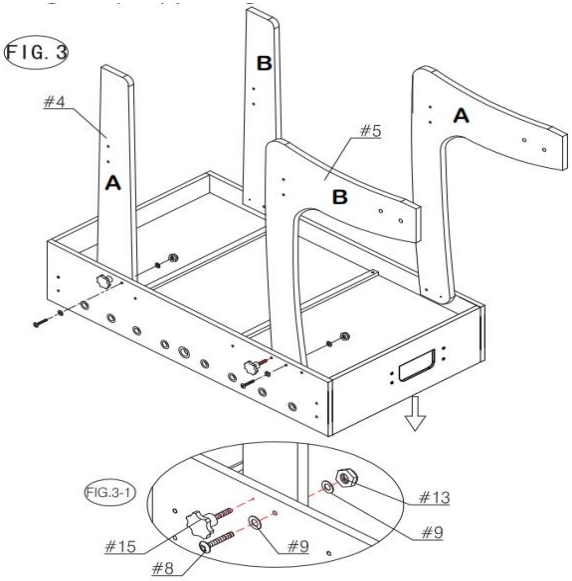

FIG.4.
8) Attaccare i tre supporti EnHeg (#6) alle gambe (#4 e 5) utilizzando Scena della testina della lavatrice (n. 10). Vedere la FIG. 4.